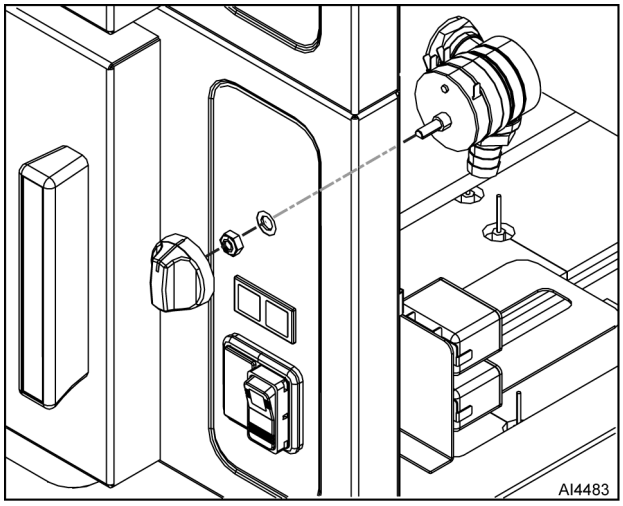

Fig. 61
3. Pull knob (Fig. 61) from timer shaft.